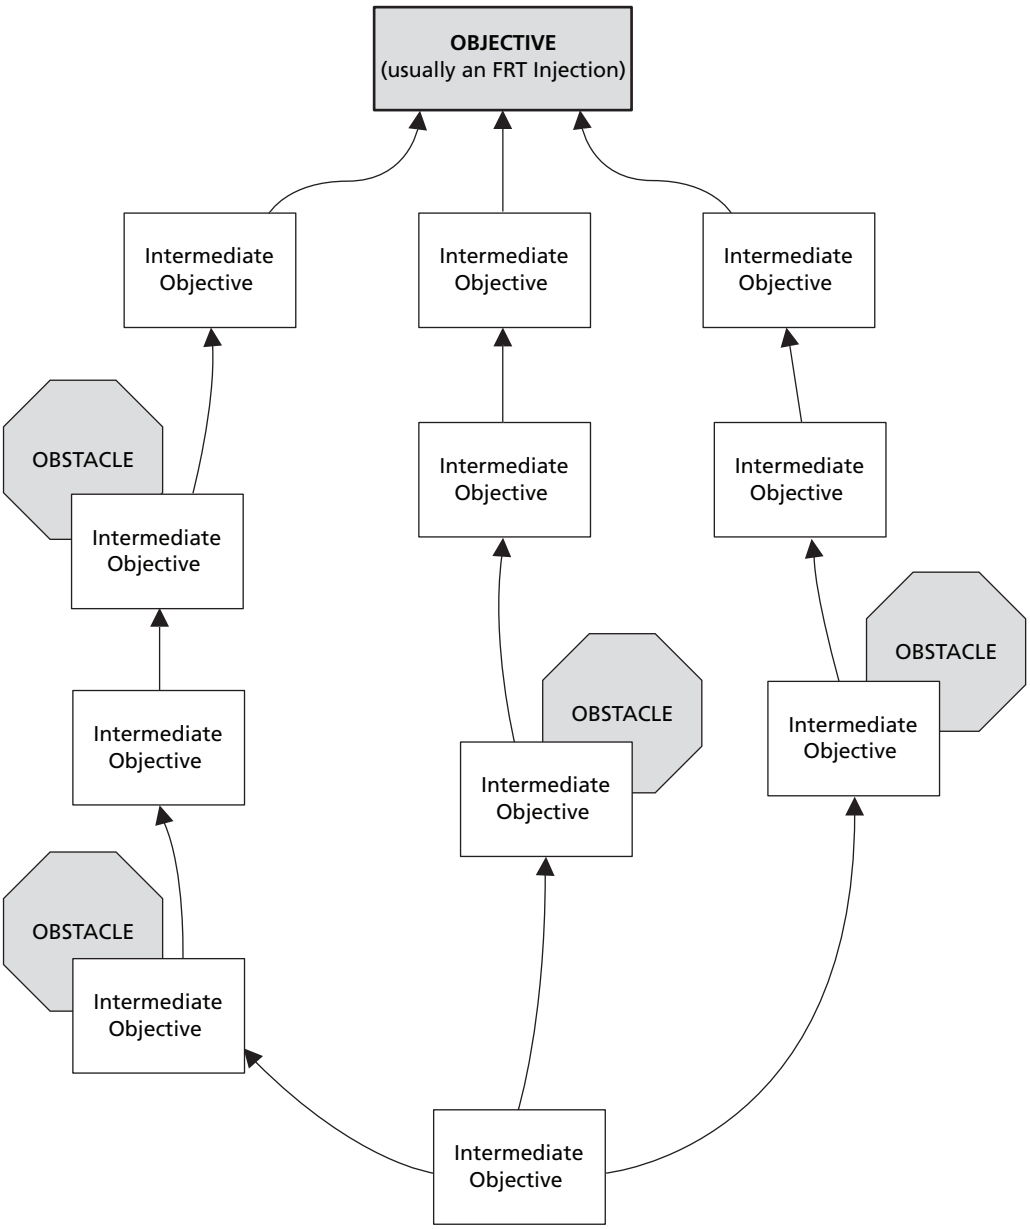

Figure 7.1 Prerequisite Tree.
The Prerequisite Tree is a logical structure designed to identify all obstacles and the responses needed to overcome them in realizing an objective, usually an injection from a Future Reality Tree. It identifies minimum necessary conditions without which the objective cannot be achieved (see Figure 7.1).
As you can see in Figure 7.1, the PRT's objective is realized by accomplishing component tasks and activities. We refer to these as intermediate objectives (IO). Visually, they exist in a hierarchical relationship in the PRT, with arrows from the ones that must precede leading to the ones that follow. In the real world, these arrows reflect sequence, or precedence, not really hierarchy. Why do we refer to them to as "intermediate"? It's because they constitute transitional steps (actions) that must be completed before we can attain our ultimate objective.